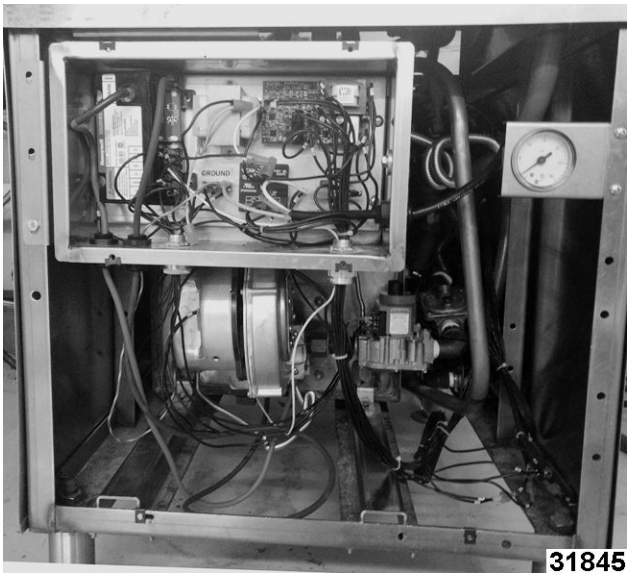

**Fig. 22**
**PREVIOUS PRODUCTION SHOWN IN** Fig. 22